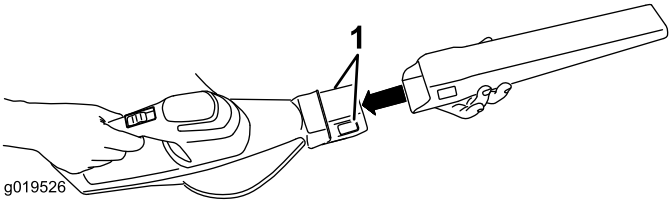

Figura 1
1. Coloque el tubo del soplador en el barredor. Puede ser necesario presionar hacia abajo sobre las pestañas para que el tubo del soplador se instale correctamente (Figura 1).